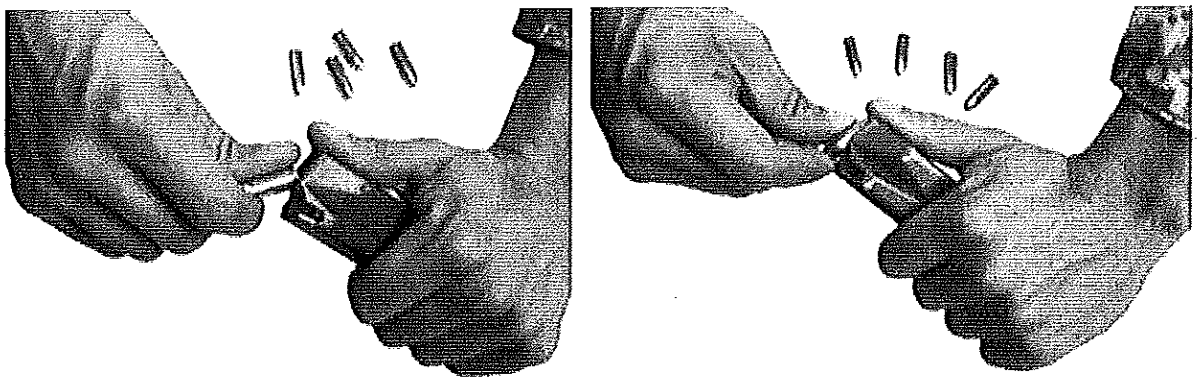

Figure 2-5. Filling the Magazine.
2. With the firing hand, place a round (primer end first) on the follower in front of the magazine lips (see fig. 2-5).